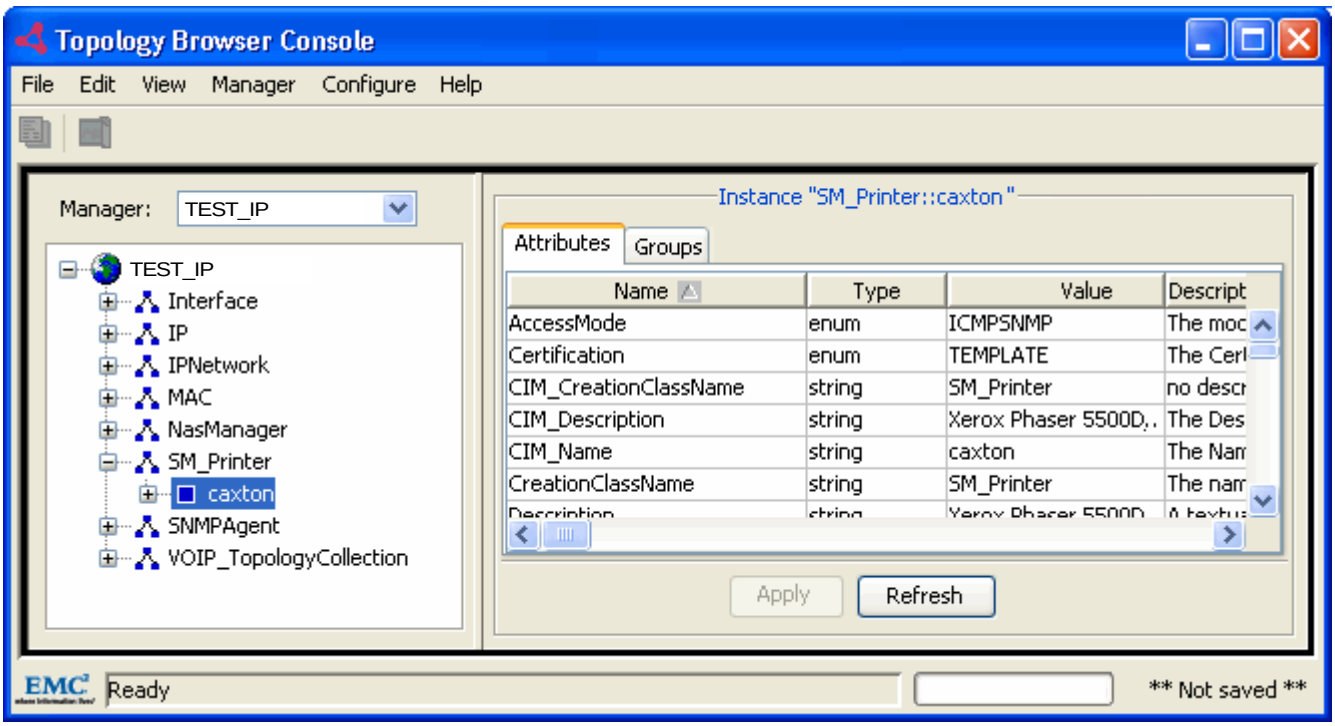

Figure 3 Printer discovered as an instance of SM_Printer
3. Verify that the printer has been added to the topology as an instance of the new SM_Printer class, as shown in Figure 3 on page 33.